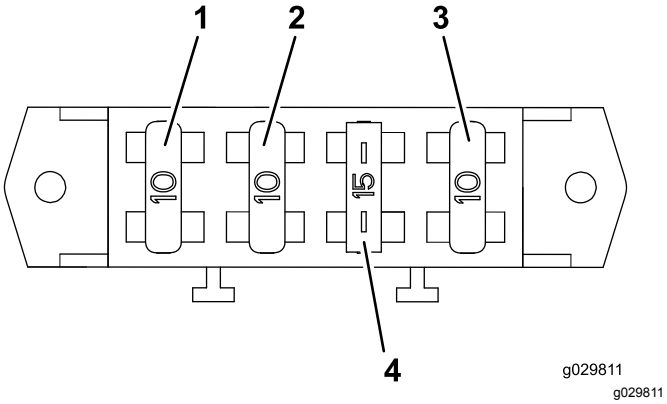

Figura 32
1. Inserite i 3 fusibili (10 A) e un fusibile (15 A) negli slot sul portafusibili (Figura 32).